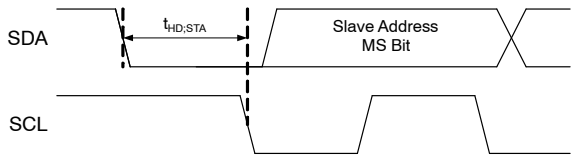

Figure 19. START Bit
Each bus transaction begins and ends with SDA and SCL HIGH. A transaction begins with a START condition, which is defined as SDA transitioning from 1 to 0 with SCL HIGH, as shown in Figure 19.
The protocols for High−Speed (HS), Low−Speed (LS), and Fast−Speed (FS) Modes are identical; except the bus speed for HS Mode is 3.4 MHz. HS Mode is entered when the bus master sends the HS master code 00001XXX after a START condition (Figure 19). The master code is sent in Fast or Fast−Plus Mode (less than 1 MHz clock); slaves do not ACK this transmission.
S	START, see Figure 19